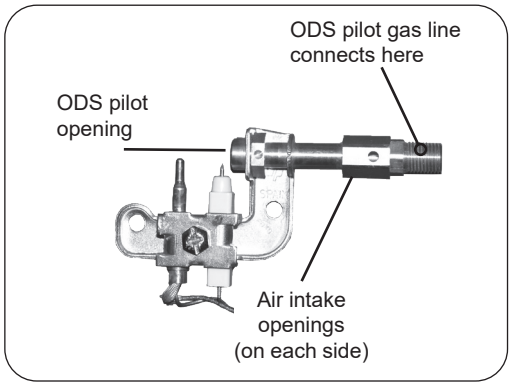

**Fig. 31-2** ODS pilot openings
1. Turn the burner system to the **OFF** position and allow it to cool. Inspect the ODS pilot area (see Fig. 31-2) for any visual contamination or debris (usually lint, hair, spider webs, or small insects). Lightly brush off all external surfaces while vacuuming loosened debris from the ODS pilot opening. **Be careful not to brush any foreign material into the ODS pilot opening.**
2. Clean out the air intake openings (see Fig. 31-2) by lightly brushing around the openings while vacuuming.
4. If the ODS pilot flame does not burn as indicated in the instructions, extinguish the ODS pilot by turning the valve to the full **OFF** position. Using a compressed air duster, insert the flexible nozzle through the air intake openings, ensuring that the nozzle is pointed toward the ODS pilot opening (see Fig. 31-2). Blow air through the intake openings to clear out any debris that may be in the system.
5. Relight the ODS pilot and inspect it to be sure it is burning as shown in the instructions. If not, extinguish the ODS pilot and **turn off the gas supply to the burner system.** Using an adjustable or a 1/4" wrench, disconnect the ODS pilot gas line (see Fig. 31-2) from the valve.